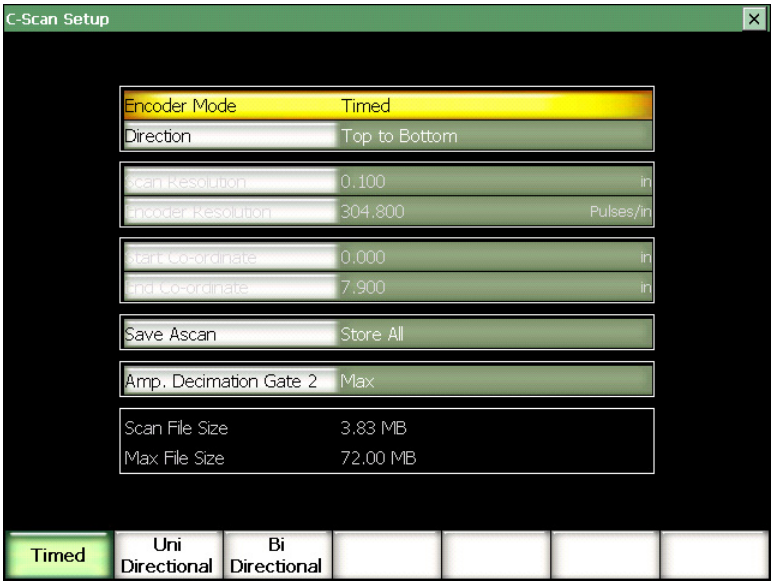

Figure 18-24 The C-scan Setup page
2. Select **C Scan > Setup** to enter the setup page (see Figure 18-24 on page 461).